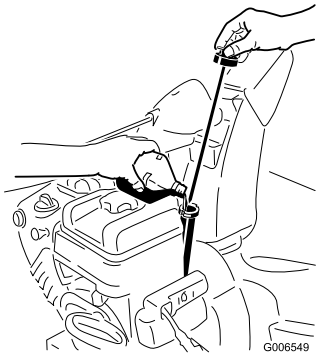

Figur 33
2. Fjern målepinden, og kontroller oliestanden (Figur 33). Hvis oliestanden er under mærket Add (fyld på), skal du påfylde olie. Se afsnittet Påfyldning af olie på motoren.